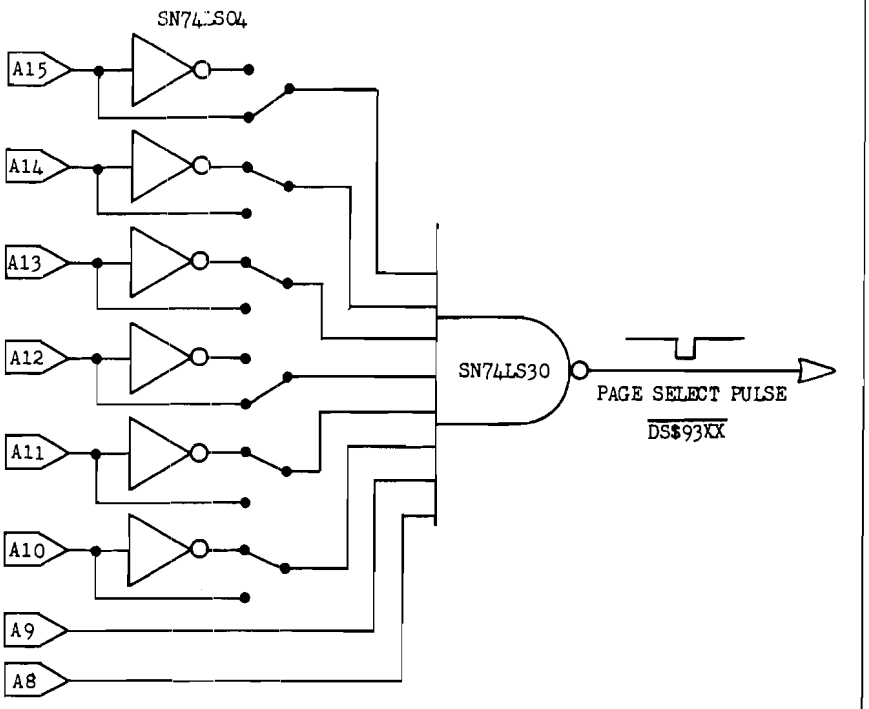

***Figure 3.* Programmable page select circuit, preset for page $93 of the address space.**
The design philosophy of most 6502 systems calls for R/W memory to be located at the low end of the address space and the microcomputer system ROM is located at the high end of the address space. Thus, I/O functions are usually located somewhere in the "middle" of the address space. An address decoding scheme to do this is described in figures 3 and 4.
Assume that a page of memory space is to be dedicated to I/O functions, giving 256 locations. The 74LS04 and the 74LS30 in figure 3 are used to select any page of memory that ends in a three, seven, 11, or 15 such as pages $03, $67, $93, $AB, or $FF. The jumpers or switches connected to the 74LS30 select the page of memory that is to be used for I/O. This decoding scheme should allow the user sufficient flexibility to avoid both the R/W memory locations and the ROM locations.
The page select pulse, $\overline{DS\$93XX}$ in figure 3, is connected to a 74LS154 one-of-sixteen decoder that decodes address lines A7 - A4. This decoder determines the high-order nibble of the low-order byte of the address in the page selected by the circuit of figure 3.
Suppose we wish to mount all the I/O circuits on a single I/O board (or card) to be mounted on some kind of motherboard. The circuits in figures 3 to 5 could easily be wired on such a card with several 6522 VIAs and other I/O devices. In such a case, buffering of the data bus is usually implemented on the board, and frequently the address bus and the control bus are also buffered. The page select pulse from the SN74LS30 in figure 3 can be used to activate the data bus buffers when an I/O device on the card is selected. The circuit in figure 6 indicates one possible way to buffer the data bus using two SN74LS243 quadruple bus transceivers for buffers.
***Figure 4.* Using a SN74LS154 to select a 6522. The 6522 occupies 16 memory locations with addresses $9300 to $930F. The page select signal is generated by the circuit in Figure 3.**
Figure 6. **Buffering the data bus for the I/O devices. $\overline{DS}$ is the page select signal from the 74LS30 in Figure 3. R/$\overline{W}$ is the system READ/WRITE line.**
Although space does not permit an exhaustive explanation of all of the I/O options, we pause here to briefly describe the purpose of several of the control and flag registers on the 6522. Table 2 summarizes the addresses of all of the registers if the address decoding scheme described in figures 3 to 5 is used. In this section the peripheral control register (PCR), the auxiliary control register (ACR), the interrupt flag register (IFR), and the interrupt enable register (IER) are introduced. In the previous section the two I/O registers, PAD and PBD, were introduced, as well as their associated data direction registers, PADD and PBDD.